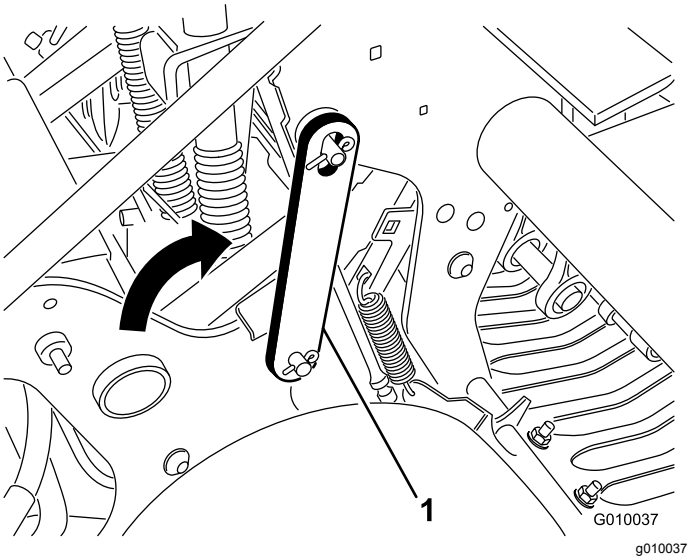

Figur 22
4. Drej servicelåsen bagud, og sæt den fast på kernehovedstiften (Figur 22). Fastgør den med klemmeringen.